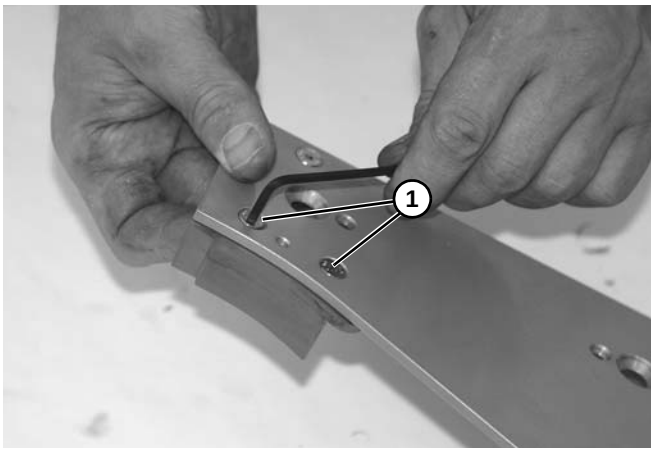

Figure 77
3. Remove two socket head screws **(Figure 77, item 1)**.